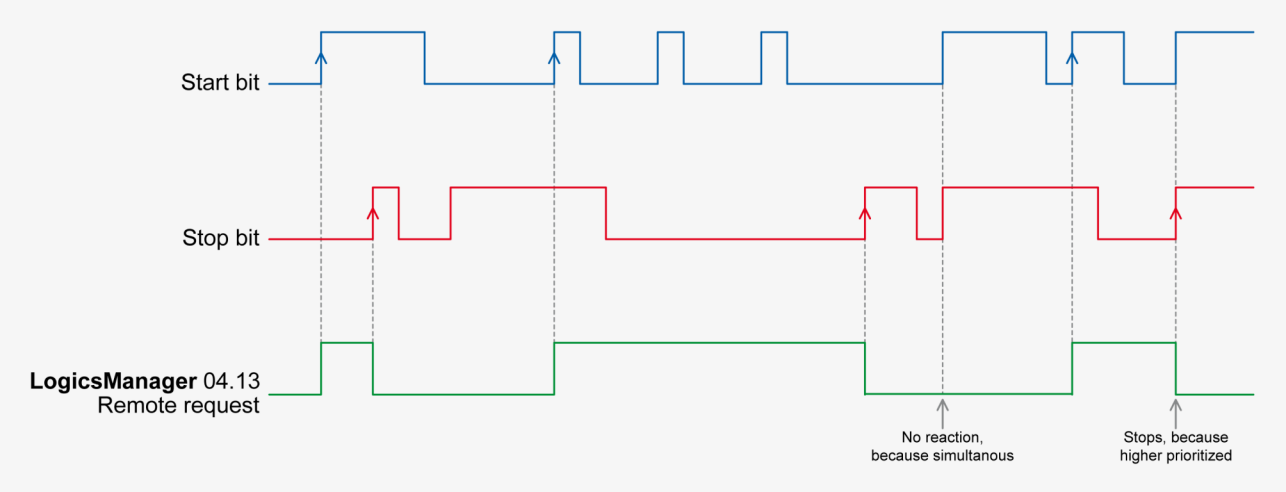

Fig. 249: Command variable
- The command variable "04.13 Remote request" changes to "0" (low) if the stop bit (ID 503, bit 1) changes from "0" to "1" (↳ Fig. 249).